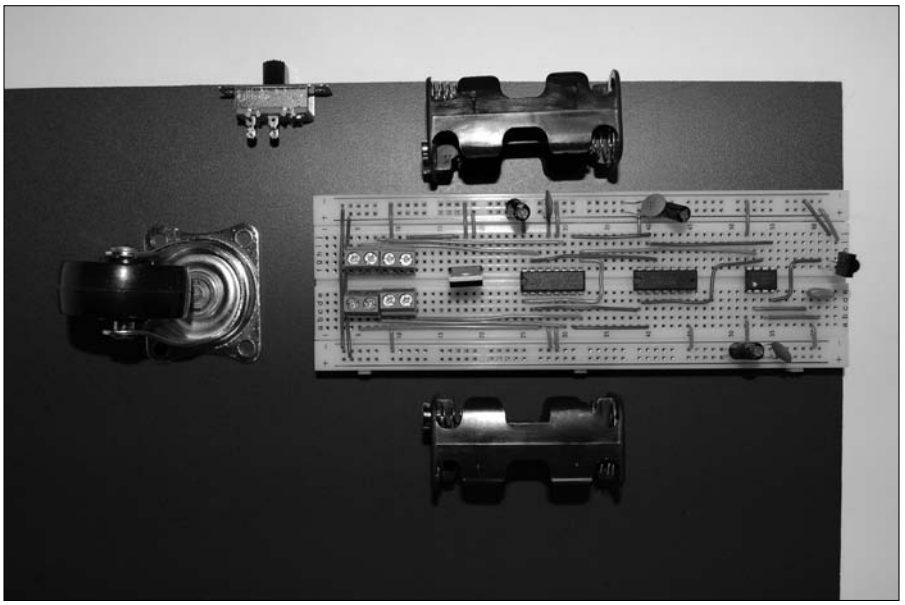

Figure 11-33: Determine the shape of the kart base.
1. **Place the breadboard, battery packs, caster, and power switch on the ½" PVC or plywood sheet, as shown in Figure 11-33.**